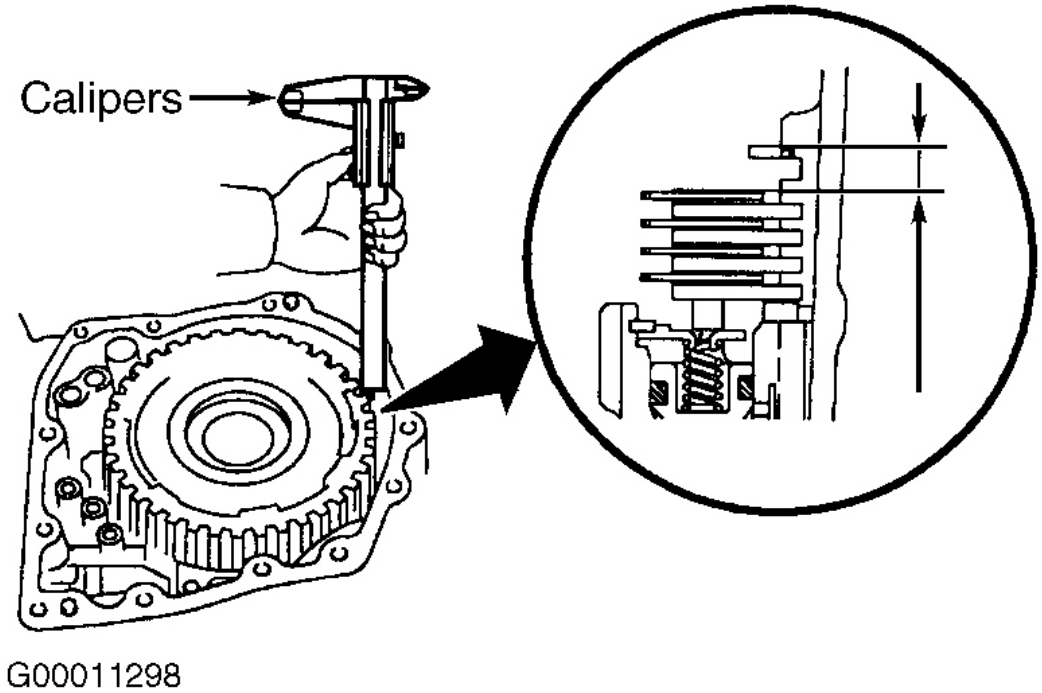

Fig. 68: Measuring 2nd Brake Piston Stroke
16. Install 2nd brake. Install 4 discs and 4 plates (U240E), (3 discs and 3 plates on U241E), starting with a plate and alternating with a disc. DO NOT install flange at this time. Temporarily install snap ring. Using vernier calipers, measure 2nd brake piston stroke between disc surface and snap ring surface. See **Fig. 68**. Piston stroke should be .024-.029" (.62-.74 mm) on U240E models. Piston stroke should be .024-.036" (.62-.91 mm) on U241E models.